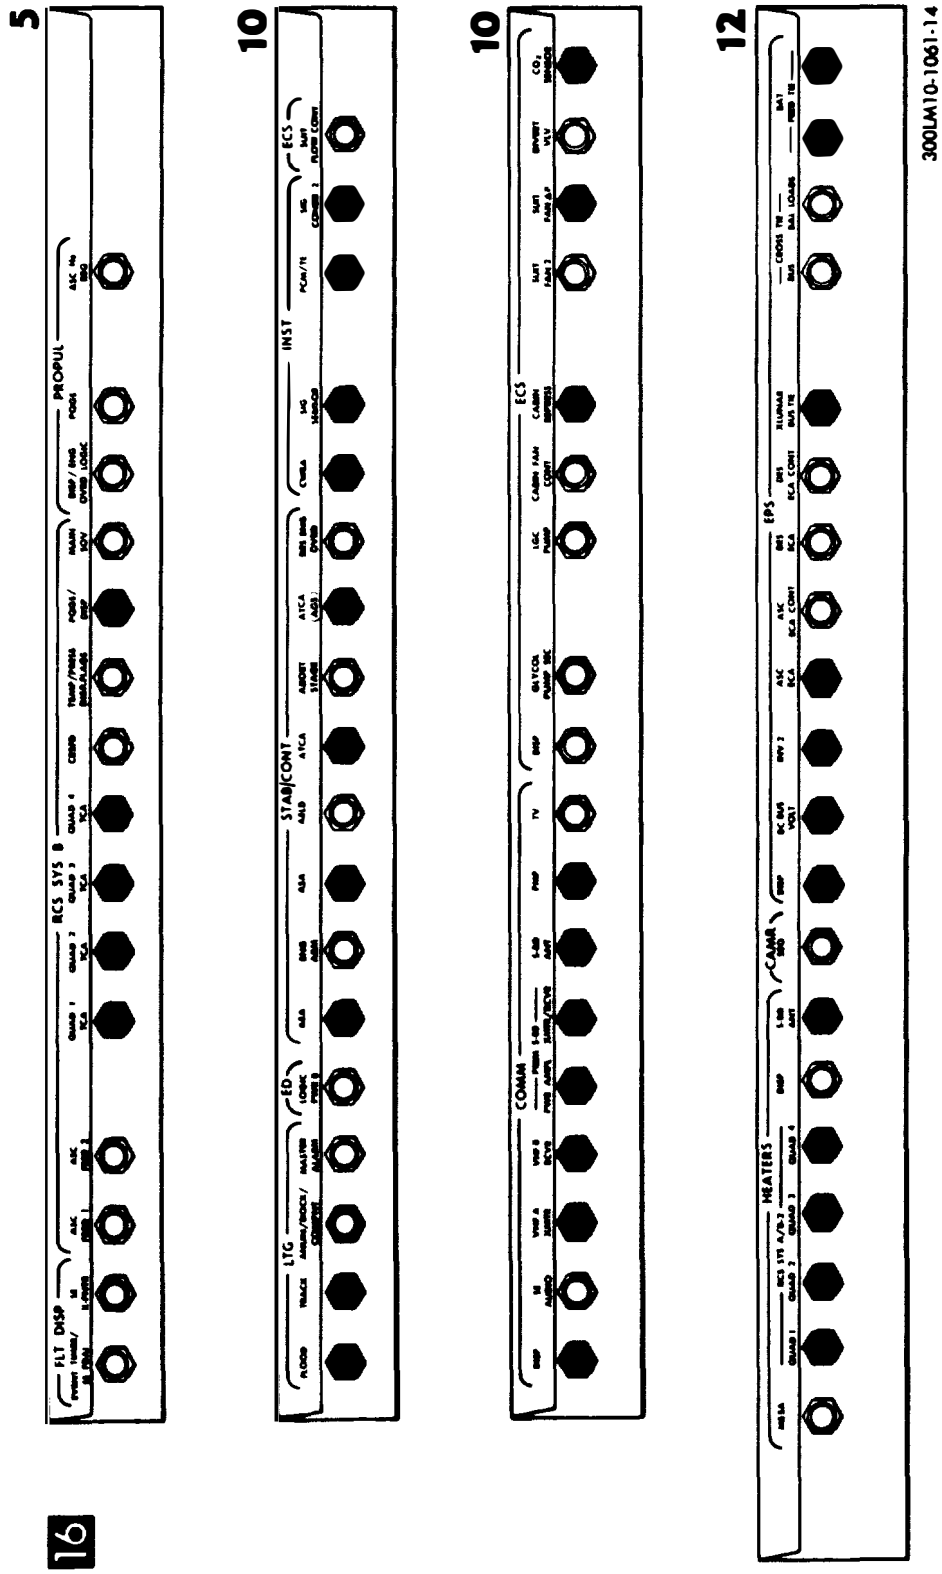

Figure 4-23. RCS Burn for Lunar Impact (Panel 16)
CB COMM: DISP - close VHF A XMTR - close VHF B RCVR - close PRIM S BD PWR AMPL - close PRIM S BD XMTR/RCVR - close S BD ANT - close PMP - close CB ECS: CABIN REPRESS - close SUIT FAN ΔP - close CO2 SENSOR CB HTR RCS SYS A/B 2: QUAD 1, 2, 3, & 4 - close CB HTR: S BD ANT - close CB EPS: DISP - close DC BUS VOLT - close INV 2 - close ASC ECA - close XLUNAR BUS TIE - close BAT FEED TIE (2) - close Verify cb atatus per RCS Burn for Lunar Impact.	See fig 4-23.